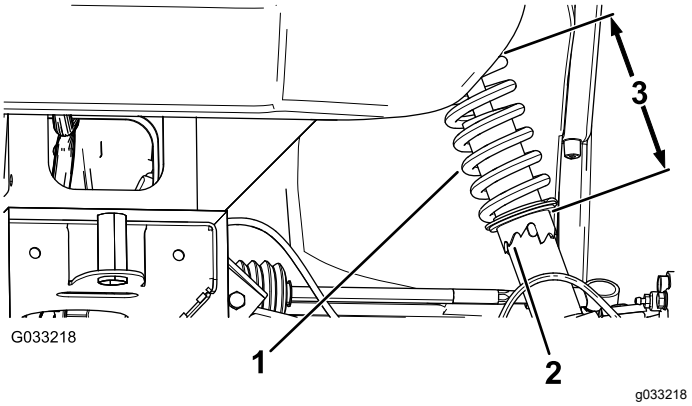

Figur 56
2. Justera hjulet till rätt riktning genom att rotera kragen på stötdämparen med rörtången om hjullutningen är felinställd (Figur 56).